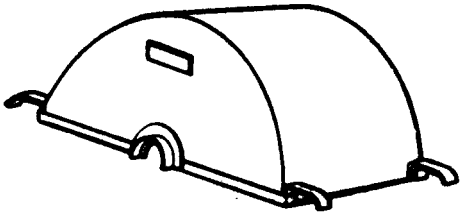

Figure 19. 6796546 Turbine Rotor Cover
j. Install 6796546 cover (figure 19) over turbine rotor.